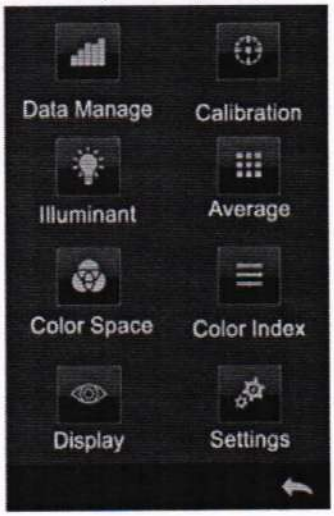

Рисунок 7 – Главное меню спектрофотометров 3NH моделей TS7036, BS7016
8.8.2.1 В главном меню прибора (рисунок 7) нажать кнопку «Calibration». Если на экране прибора не отображается главное меню, то для возврата необходимо нажать кнопку ⌂ или ⮌ в нижнем правом углу экрана.
9.1.2 Для моделей TS7036, BS7016 в главном меню (рисунок 7) нажать кнопку «Settings» для перехода в меню настроек (рисунок 14). Пролистать меню и нажать кнопку «Instrument» для вывода информации о приборе, строка «Версия ПО» (рисунок 15).
10.1.2.2.1 В главном меню (см. рисунок 7) нажать кнопку «Illuminant», откроется меню «Illuminant» (рисунок 24) для настройки стандартного источника освещения, стандартного колориметрического наблюдателя МКО и настройки уровня УФ (для модели TS7036). Нажать кнопку «Angle» и в появившемся окне выбрать стандартный колориметрический наблюдатель МКО 10°. Нажать кнопку ✓ в нижнем левом углу для подтверждения выбора и возврата к меню «Illuminant».
10.1.2.2.4 Нажать кнопку ↩ в меню «Illuminant» для возврата в главное меню прибора (рисунок 7).
10.1.2.2.11 Нажать кнопку ⬅ в меню системных настроек для возврата в главное меню прибора (рисунок 7).